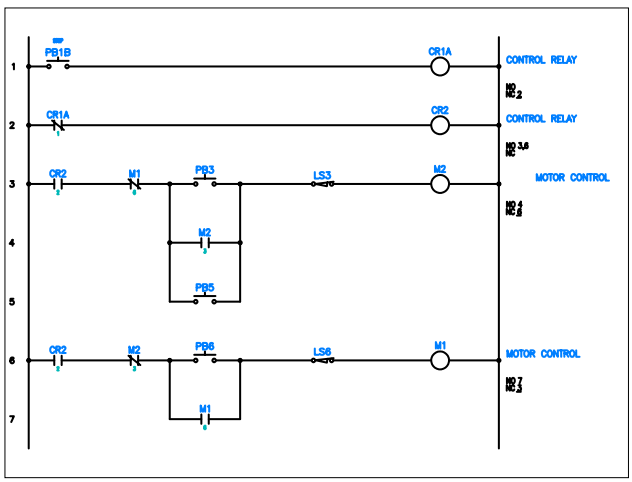

Figure 6-56 *The trimmed wires and the aligned components*
6. Repeat step 1 and then select PB3 from rung 3; you are prompted to select objects. Next, select M2 placed on rung 4, PB5, PB6, and M1 placed on rung 7 from the drawing and then press ENTER; the selected components are aligned. Figure 6-56 shows the aligned components.